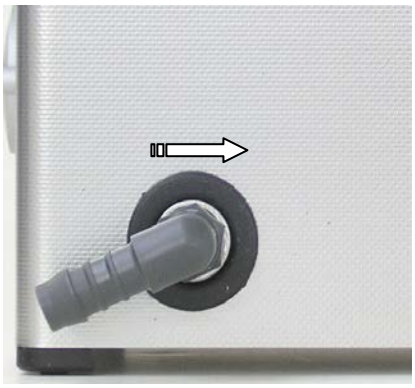

Fig 5.2.2 Drain fitted with hose nozzle
3. Turn the hose nozzle into the required drain position *(see Fig 5.2.2)*.